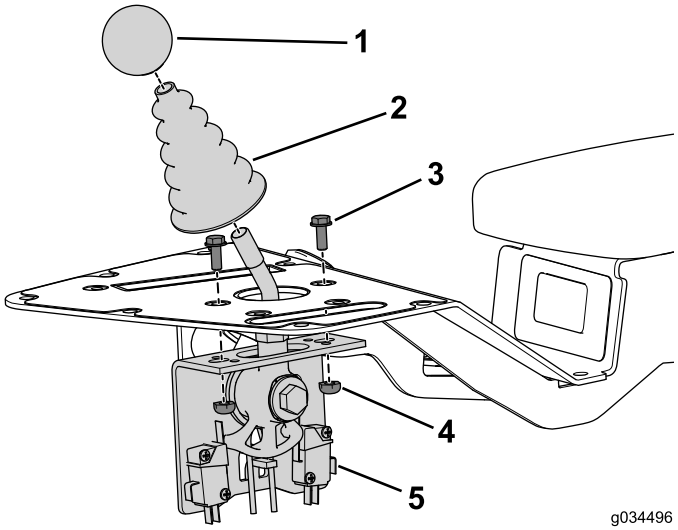

Figuur 4
1. Verwijder de knop van de as van de maaibediening en bewaar de knop (Figuur 4).
2. Verwijder de stofkap van de as van de maaibediening en bewaar de stofkap (Figuur 4).
3. Verwijder de 2 bouten en moeren waarmee de maaibediening aan de bedieningseenheid is bevestigd en bewaar de bouten en moeren (Figuur 4).